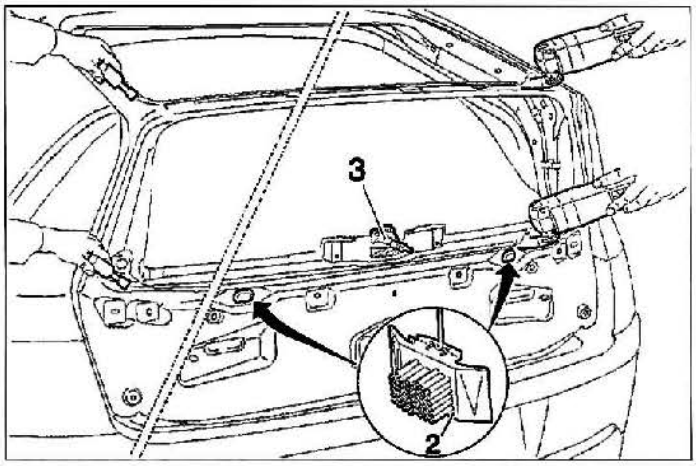
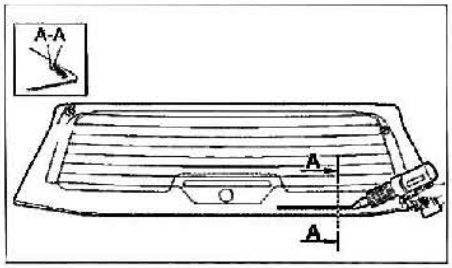

FIG. 92
FIG. 93
• Enrasar el restante de cola en el portón con la cuchilla eléctrica o una espátula **(fig. 92)**.
• Sustituir los separadores (2) según su deterioro.
• Colocar el mecanismo de limpiaparabrisas tras. (3).
• Colocar un cordón de cola en la luneta vertical como se ilustra **(fig. 93)**.